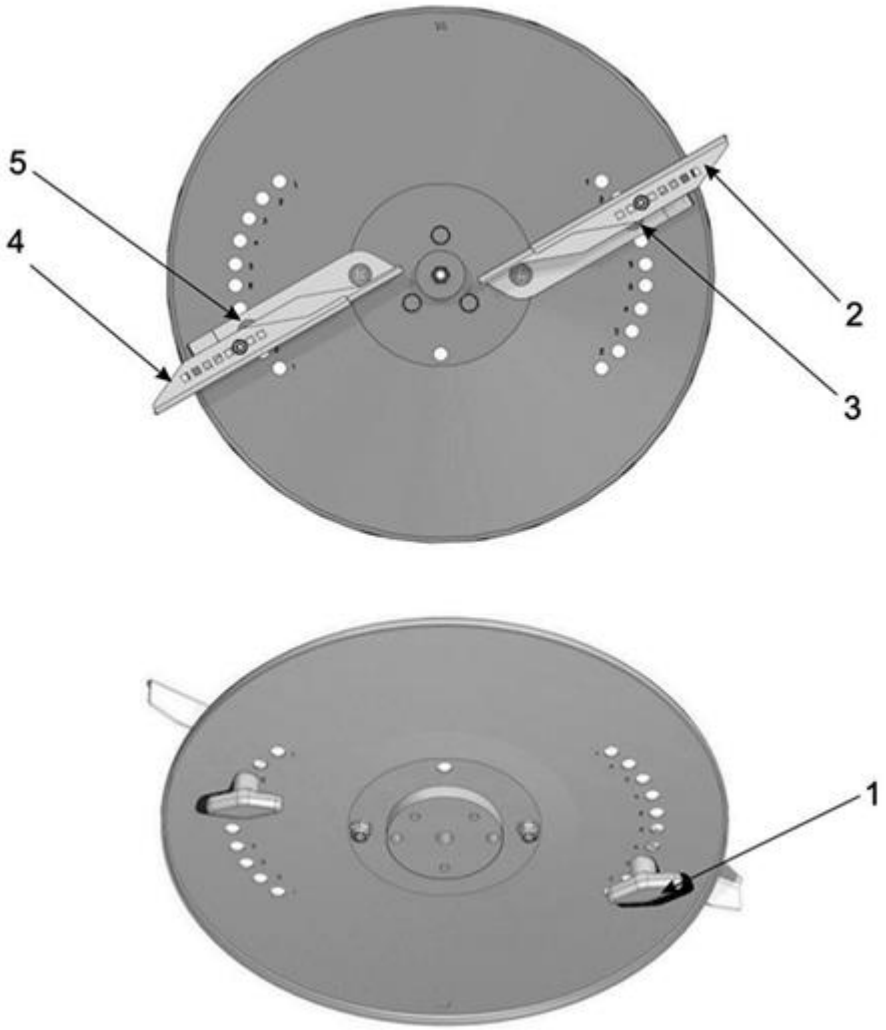
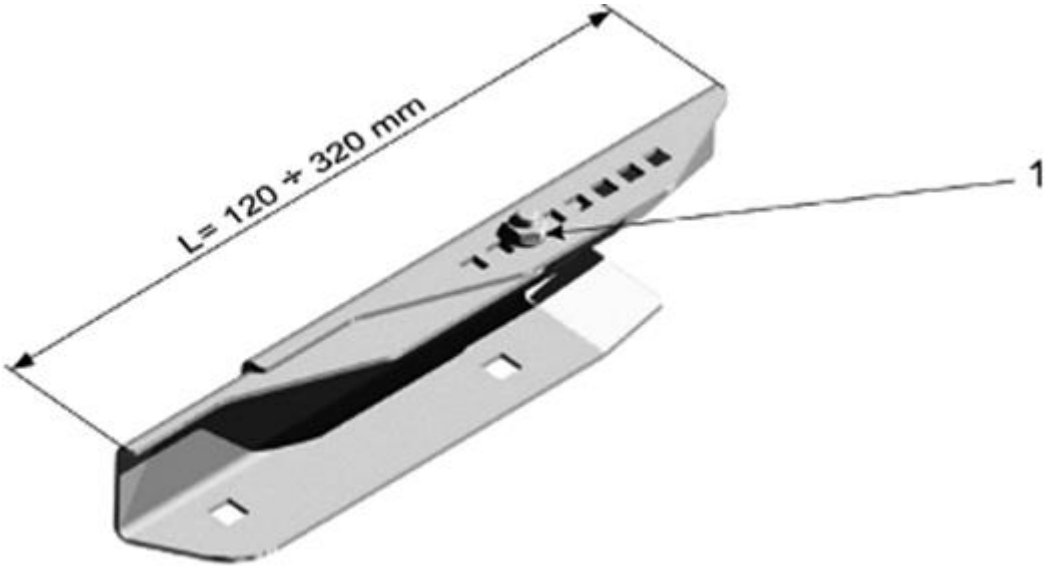

Rys. 6
Rys. 7
Ustawienia tarczy granicznej TL (rys.6 str. 53) dokonuje się za pomocą łopatek teleskopowych (rys.7 str. 53) wg. danych z tabeli nawożenia, zależnie od gatunku nawozu i odległości pierwszego przejazdu od granicy pola.
a) odkręcić nakrętki motylkowe (rys.6, poz.1) znajdujące się od spodniej części tarczy, łopatkę "A" (rys.6, poz.2) ustawić na otwór "4" skali (rys.6, poz.3), a łopatkę "B" (rys.6, poz.4) ustawić na otwór "2" skali (rys.6, poz.5) i przykręcić nakrętkami motylkowymi.
b) odkręcić nakrętkę dociskową (rys.7, poz.1) przestawić ruchomą część łopatki na długość l = 200 mm i przykręcić nakrętkę dociskową, analogicznie czynność powtórzyć na drugiej łopatce.